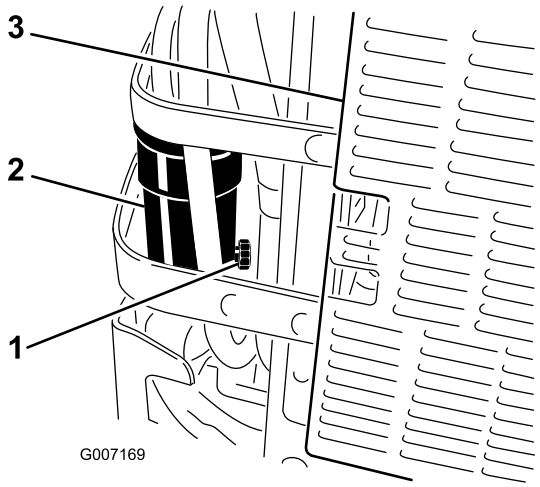

Figur 54
6. Åbn aftapningsventilen på vandudskilleren ved at dreje den omtrent en omgang, så vand og snavs kan aftappes (Figur 54).
7. Luk aftapningsventilen, når der kun kommer dieselbrændstof ud (Figur 54).